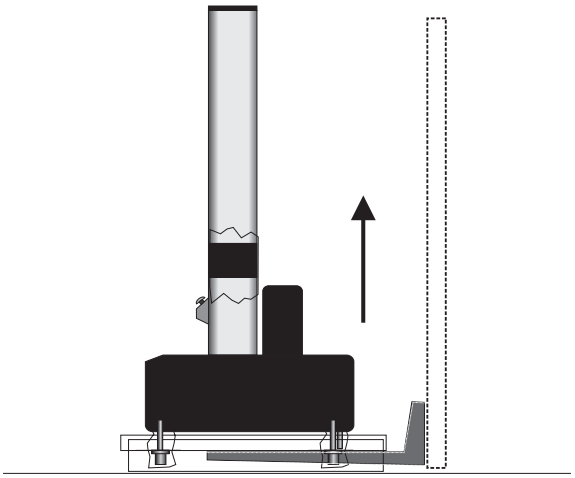

图 11. 使用装运垫板提起机架
2. 小心地在装运垫板下面插入铲叉，如第 56 页图 11 中所示。